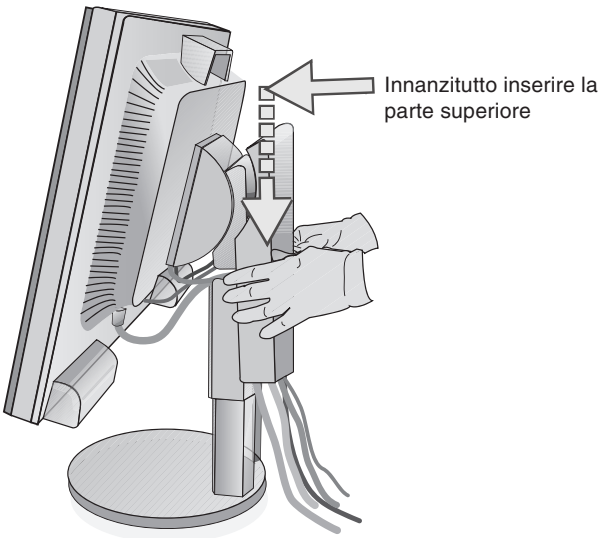
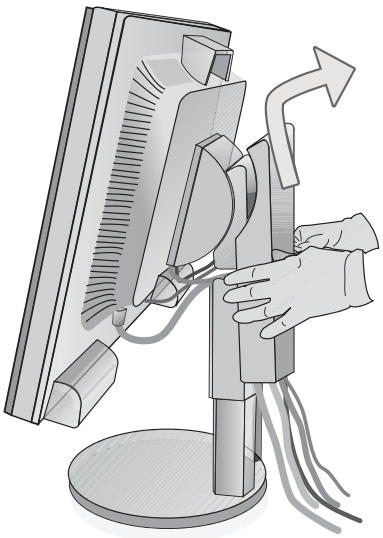

Figura D.1
Figura D.2
7. Fissare tutti i cavi insieme e mettere la copertura cavi sul supporto (**figura D.1**). Per rimuovere la copertura cavi, sollevare il coperchio come illustrato nella **figura D.2**.